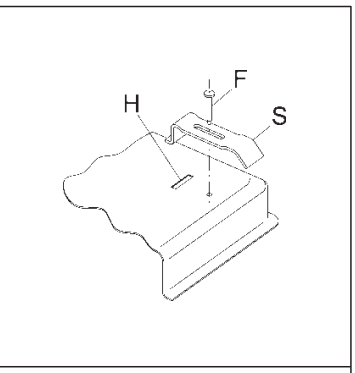

FIG. 10
- Se blocheaza cu elementele de prindere “S”, avand grija sa se introduca marginea indoita in orificiul “H”, apoi se strange surubul “F” pana cand elementul de prindere “S” se blocheaza pe blat (fig. 10).